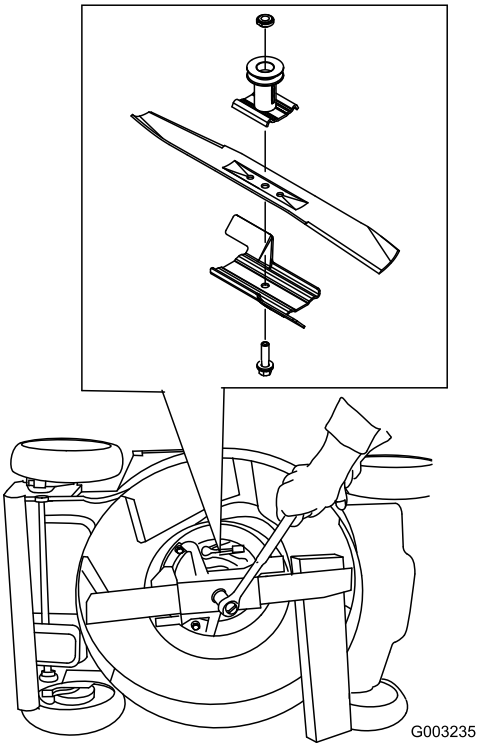

**Figuur 38**
3. Gebruik een blok hout om het mes stil te houden (Figuur 38).